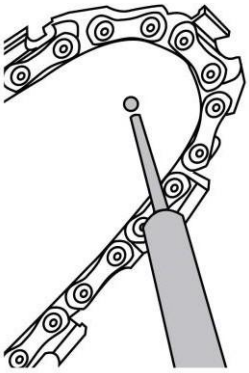

Figura 15
2. Folosind un dispozitiv de lubrifiere (pistol de lubrifiere) - introduceți vârful pistolului în orificiul de lubrifiere și introduceți grăsimea până când apare pe marginea exterioară a pinionului în partea superioară (pe nas) a ghidajului (Figura 15).